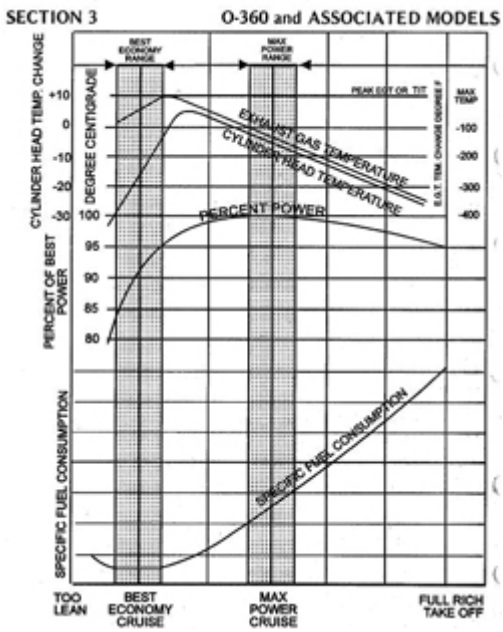

Fig 2. Performance data for a Lycoming O-360 engine running at full throttle at sea level with a fixed pitch prop (Ref 4).
Exactly the same can be seen in Figure 2, which is a similar plot for a Lycoming O-360 running at full throttle at sea level with a fixed pitch prop. Note that leaning for "best economy cruise" provides lower CHTs than "max power cruise."
2. **Instrumentation:** With the old single EGT, it should be mounted on the leanest cylinder (Ref 4). Setting the EGT to 100 deg ROP would put us in the maximum power area on the curve (See Figure 2). However, flying with this limited instrumentation LOP is not recommended, since we only monitor the leanest cylinder. The instrumented cylinder is leanest when flying LOP as well, so when setting the EGT 50 deg LOP, the other cylinders could easily be in the maximum danger zone (i.e. richer). It is only where we have full instrumentation of all EGTs and CHTs where flying LOP can be conducted without risk of harming the engine.